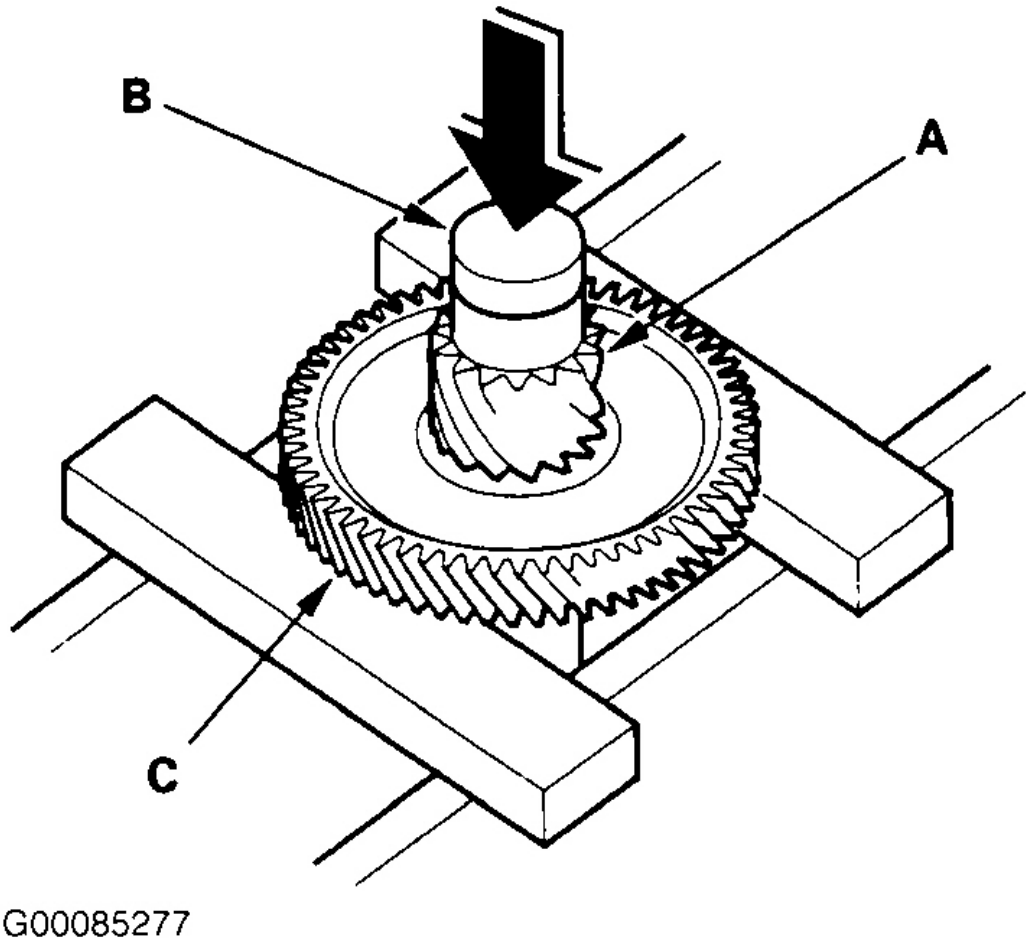

Fig. 39: Pressing Countershaft Into 4th Gear
3. Align the shaft splines with those on 4th gear, then press the countershaft (A) into the 4th gear with a press. See **Fig. 39** . Place a shaft protector (B) between the countershaft and press to prevent damaging the countershaft.
4. Stop pressing the countershaft when the 4th gear contacts the 1st gear (C).
5. Install the 31 mm cotters, 35 x 47 x 45.6 mm distance collar, 31 mm cotters, 35 x 47 x 7.8 mm distance collar, snap ring, needle bearing, and 5th gear (A) on the countershaft.